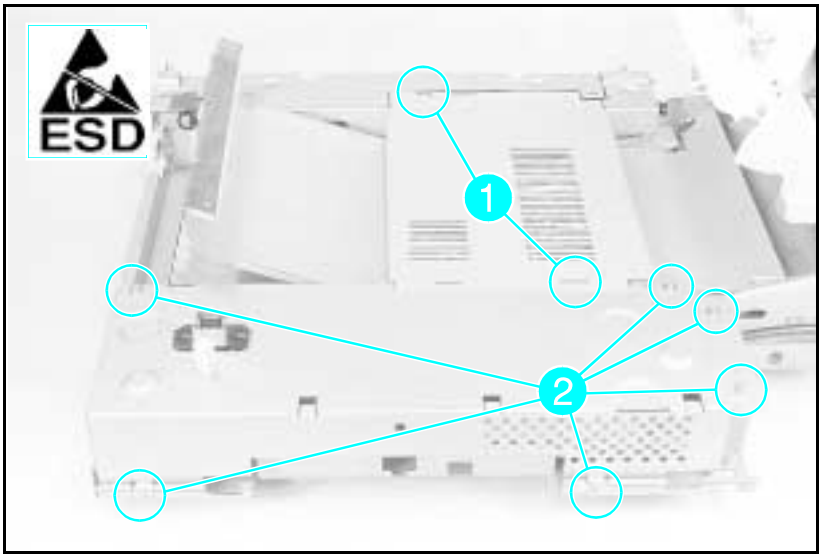

Figure A-16 Cover Plate
1 Remove the (2) screws shown in Figure A-16, callout *1*.